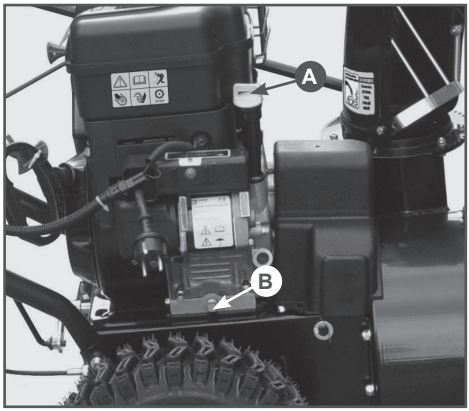

**Рис.11 Замена масла**
2. Откройте крышку маслозаливной горловины (рис. 11-А).
3. Подставьте под сливное отверстие подходящую емкость и открутите болт отверстия для слива масла (Рис.11-В).